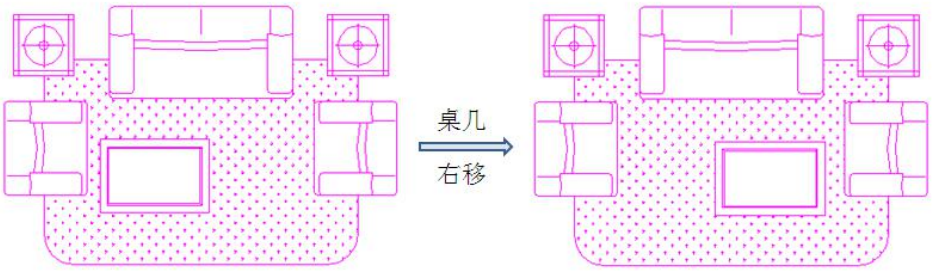

图 13-6-15
5. 将定义好的“桌几图块”移到地毯上，图块会自动覆盖其后的对象，如图 13-6-15。